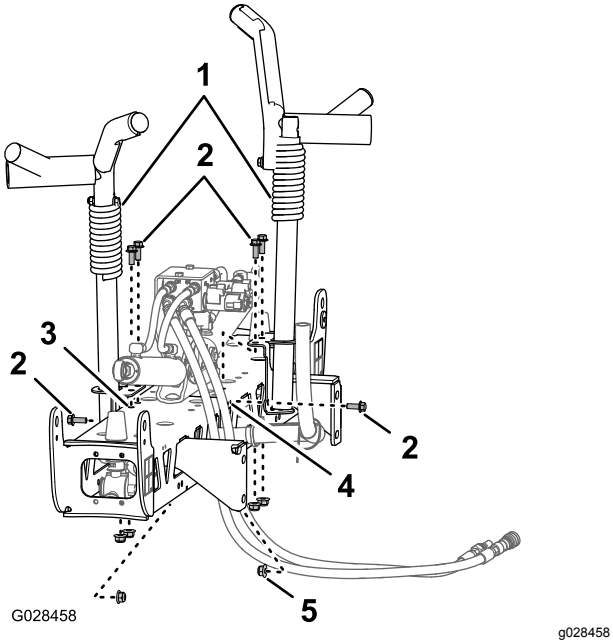
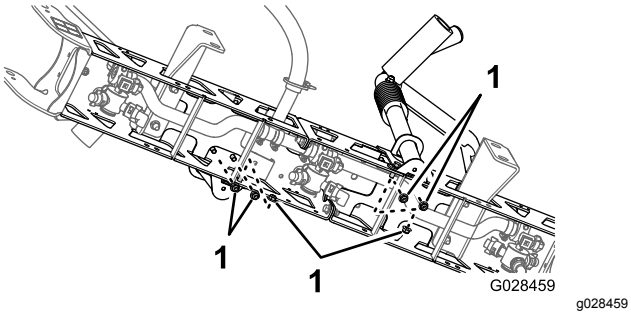

Figur 37
Figur 38
2. Rikta in transporthållarna för sprutramper med centersprutrampssektionen (Figur 37).
3. Fäst de två hållarna på sprutrampssektionen (Figur 37 och Figur 38) med sex skruvar (⅜ x 1 tum) och sex flänslåsmuttrar (⅜ tum).